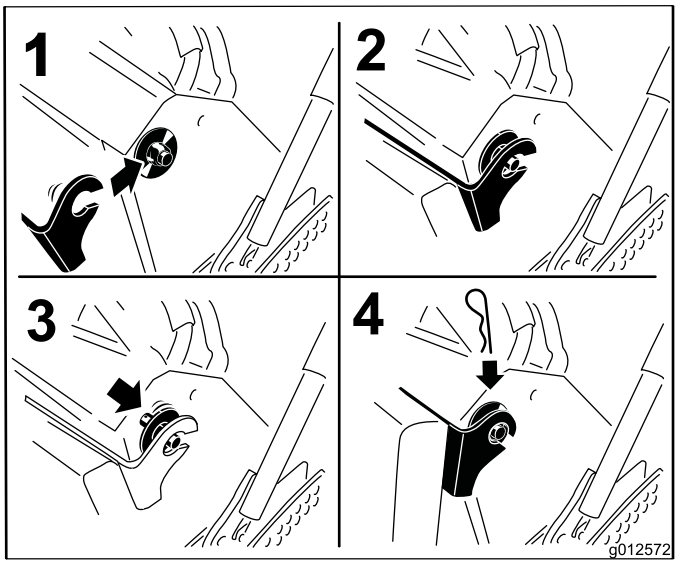

Figur 36
6. Hev puten og skyv den inn på boltene på begge sider av maskinen (Figur 36).
7. Skyv de store plasthylsene inn i putebraketten og sett dem fast med en hårnålssplintpinne (Figur 36).